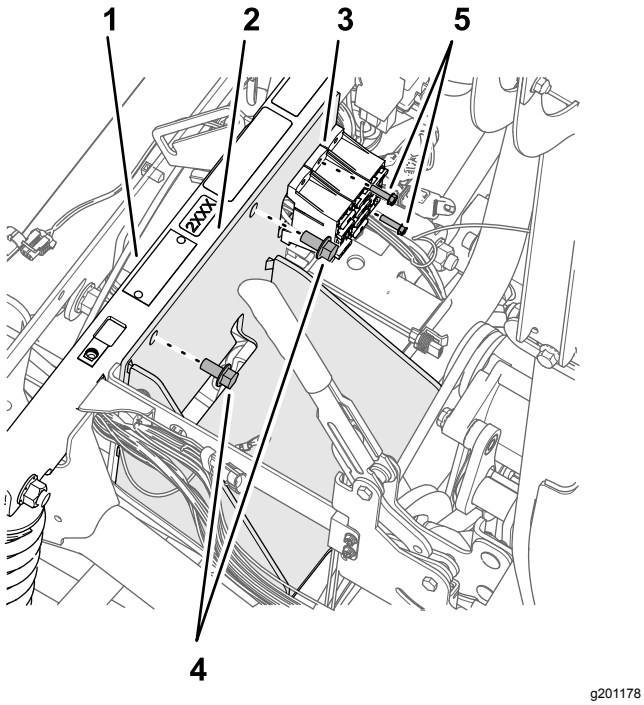

Rysunek 174
2. Zamocuj wspornik akumulatora do rury wspornika amortyzatora (Rysunek 174) za pomocą 2 śrub kołnierzowych (3/8 x 3/4 cala) zachowanych w kroku 4 procedury Demontaż akumulatora (300 A) i wspornika akumulatora (Strona 77).
4. Zamocuj bloki bezpieczników do wspornika amortyzatora (Rysunek 174) używając śrub (10–24 x 3/4 cala) i nakrętek (10-24) odkręconych wcześniej w kroku 3 procedury Demontaż akumulatora (300 A) i wspornika akumulatora (Strona 77).